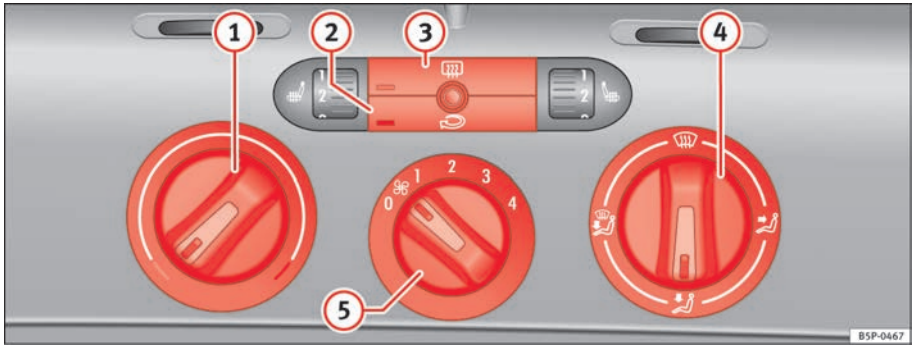

Fig. 127 On the dash panel there are the heating controls
– Using the controls ⇒ fig. 127 (1) and (4) and the control (5) you can set the temperature, air distribution and the fan speed.
– To switch a function on or off, press the appropriate button (2) or (3). When the function is activated, the display window in the lower left of the button is lit.